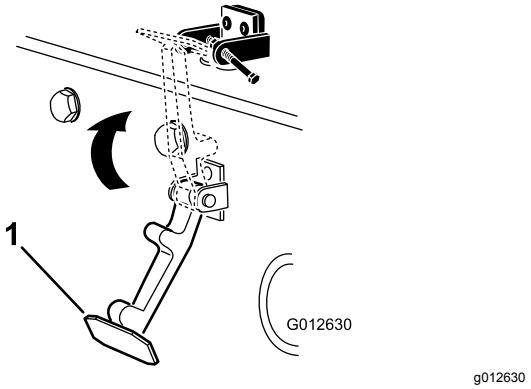

Figura 5
6. Enganche el cierre en el cerradero del capó (Figura 5).